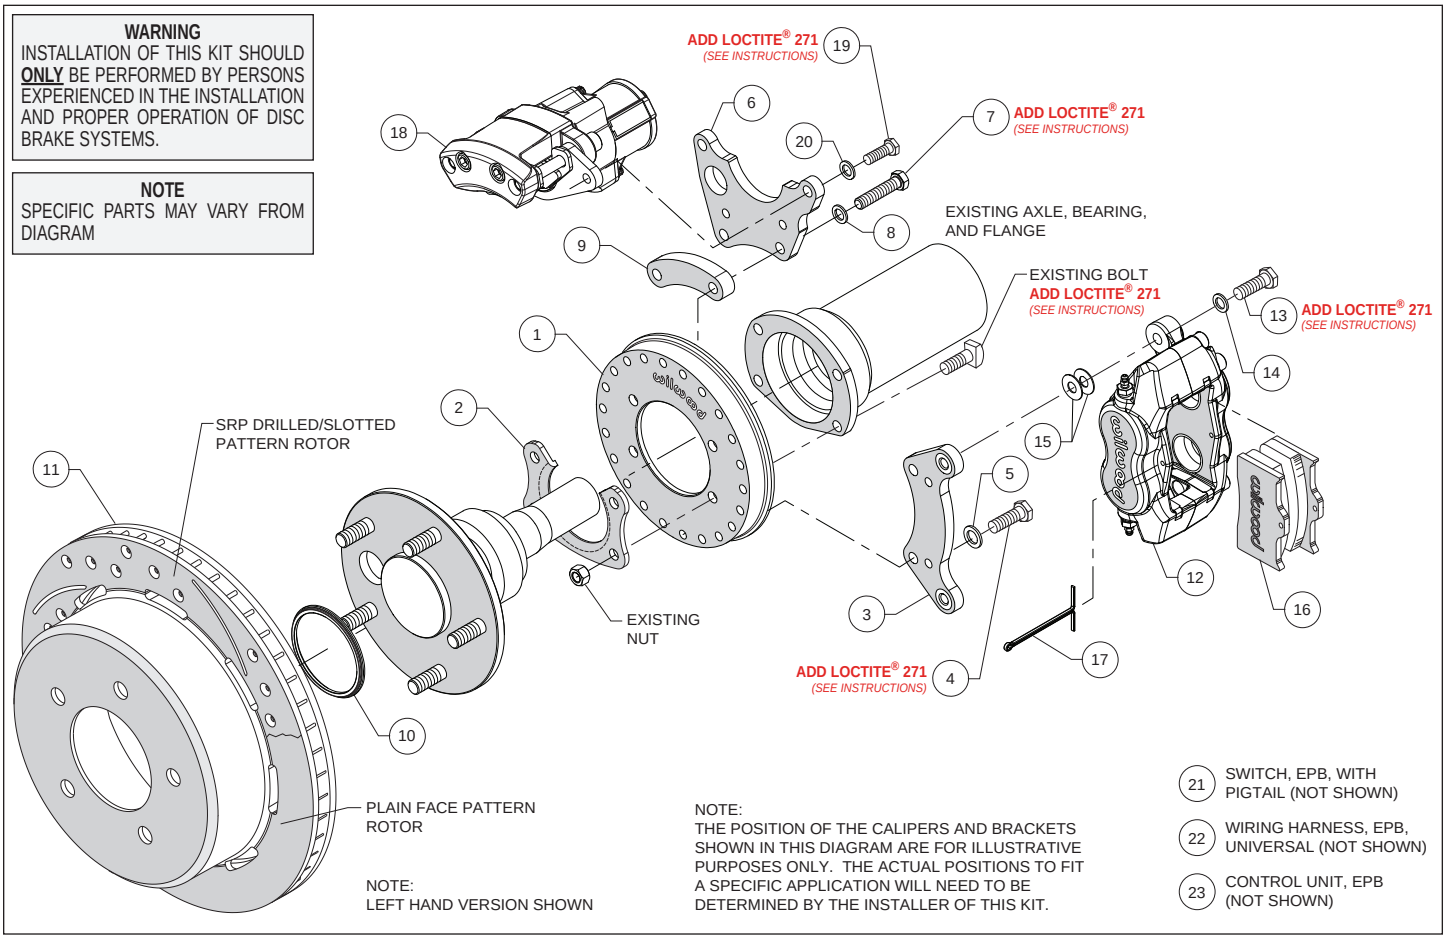
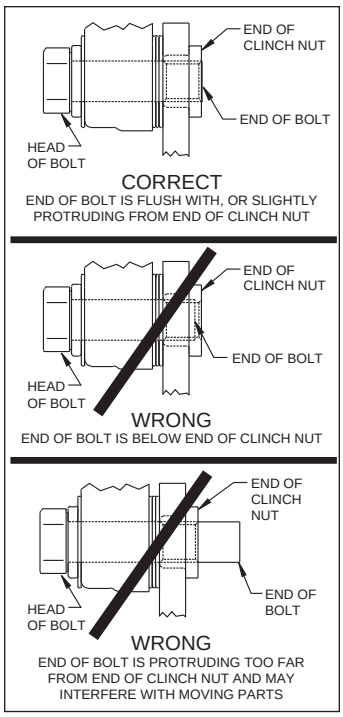

Figure 1. Typical Installation Configuration
Figure 5. Clinch Nut Engagement Diagram
(numbers in parenthesis refer to the parts list, and Figure 1 on the preceding pages): ***CAUTION:*** *All mounting bolts must fully engage clinch nuts.* Be sure to check that all bolts are either flush or protruding through flanged side of clinch nut after shimming, Figure 5.
•Orient the backing plate (1) as shown in Figure 1 and Photo 1, and slide it onto the axle housing flange. Ensure the backing plate fits flush against the axle housing flange. Reinstall the axle into the axle housing.
•Install the bearing retainer (2) with the opening pointing upward and the lip facing inward (toward the bearing), as shown in Figures 1 and 4, and Photo 2. Secure retainer and backing plate to the axle housing flange using the Original Equipment Manufacturer (OEM) bolts and nuts, Figure 1 and Photo 3. Apply red *Loctite*® 271 to the OEM bolt threads and torque to OEM specifications.
•***NOTE:*** *Please reference the caution statement at the beginning of the assembly instructions.* Remount the service caliper (12) onto the caliper mounting bracket (3) using bolts (13) and washers (14), as shown in Figure 1. Initially place two .035" thick shims (15) on each bolt between the caliper and the bracket, Photo 9. Temporarily tighten the mounting bolts and view the rotor (11) through the top opening of the caliper. The rotor should be centered in the caliper, Photo 10. If not, adjust by adding or subtracting shims (15) between the bracket (3) and the caliper (12). Always use the same amount of shims on each of the two mounting bolts. ***NOTE:*** *The end of each bolt must be flush with or slightly protruding from the head of the clinch nut, as shown in Figure 5.* If necessary place spare shims (15) between washer (14) and caliper (12) mounting ear to achieve the proper clinch nut engagement. Once the caliper alignment and clinch nut engagement are correct, remove the bolts (13) one at a time, apply red *Loctite*® 271 to bolt threads, and torque to 40 ft-lb.